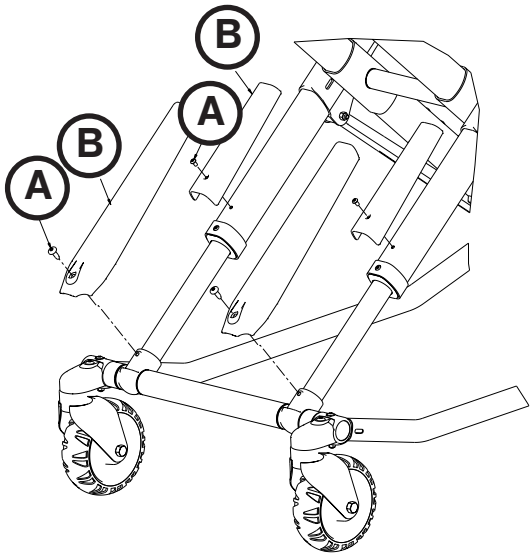

Abbildung 79
2. Mit einem T27 Torx-Schlüssel die Flachrundkopfschraube (A) lösen, mit der der X-Rahmen-Schützer (B) am Innenrohr befestigt ist (siehe Abbildung 79).
4. Den X-Rahmen-Schützer am Außenrohr entfernen und für die Verwendung im neuen Außenrohr zur Seite legen (siehe Abbildung 79 auf Seite 3-72).